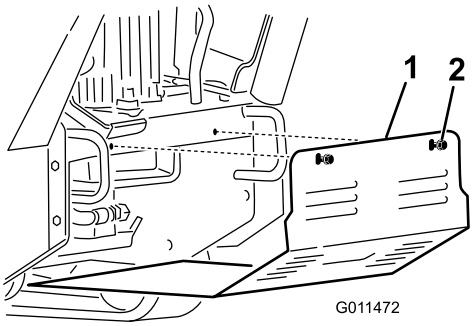

**Figur 26**
2. Lossa en i taget av bottenskyddets 2 skruvar tills skyddet kommer loss (Figur 26).
2. För in bottenskyddet i maskinen så att det vilar på de fyra flikarna (Figur 26).